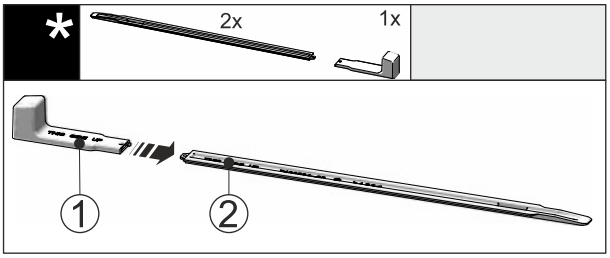

Fig. 51
▶ Insérer la poignée de montage *Fig. 51 (1)* dans le rail de nivellement *Fig. 51 (2)*.